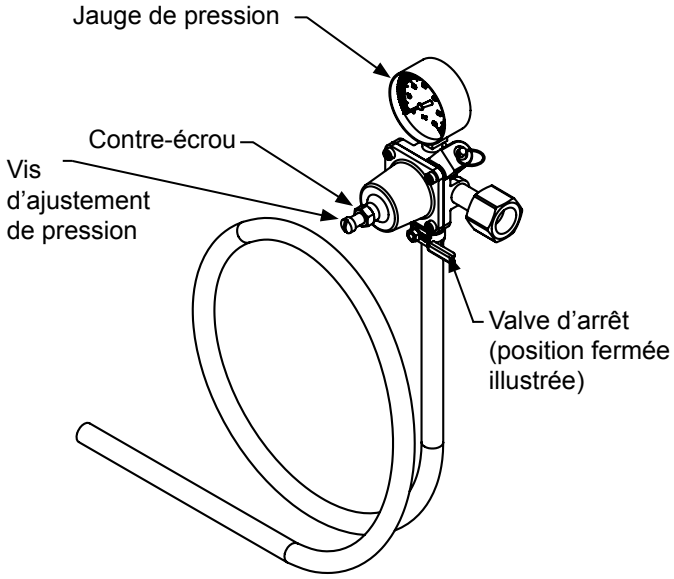
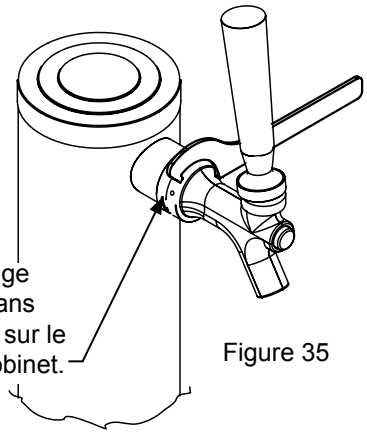

Figure 29 (Régulateur pour colonne de distribution simple)
Figure 35
2. Assurez-vous que la poignée de robinet est fermée sur la colonne (voir Figure 29).
Fermez l'alimentation en gaz avec la ou les valve(s) d'arrêt sous le régulateur (voir Figure 29 ou 30) et ouvrez le robinet pour évacuer la pression. Pour retirer le robinet de la colonne, utilisez la clé à griffes fournie. Placez la tige de la clé dans l'ouverture sur le collet du robinet, puis tournez dans le sens des aiguilles d'une montre ↷ pour retirer le robinet. (Voir Figure 35).